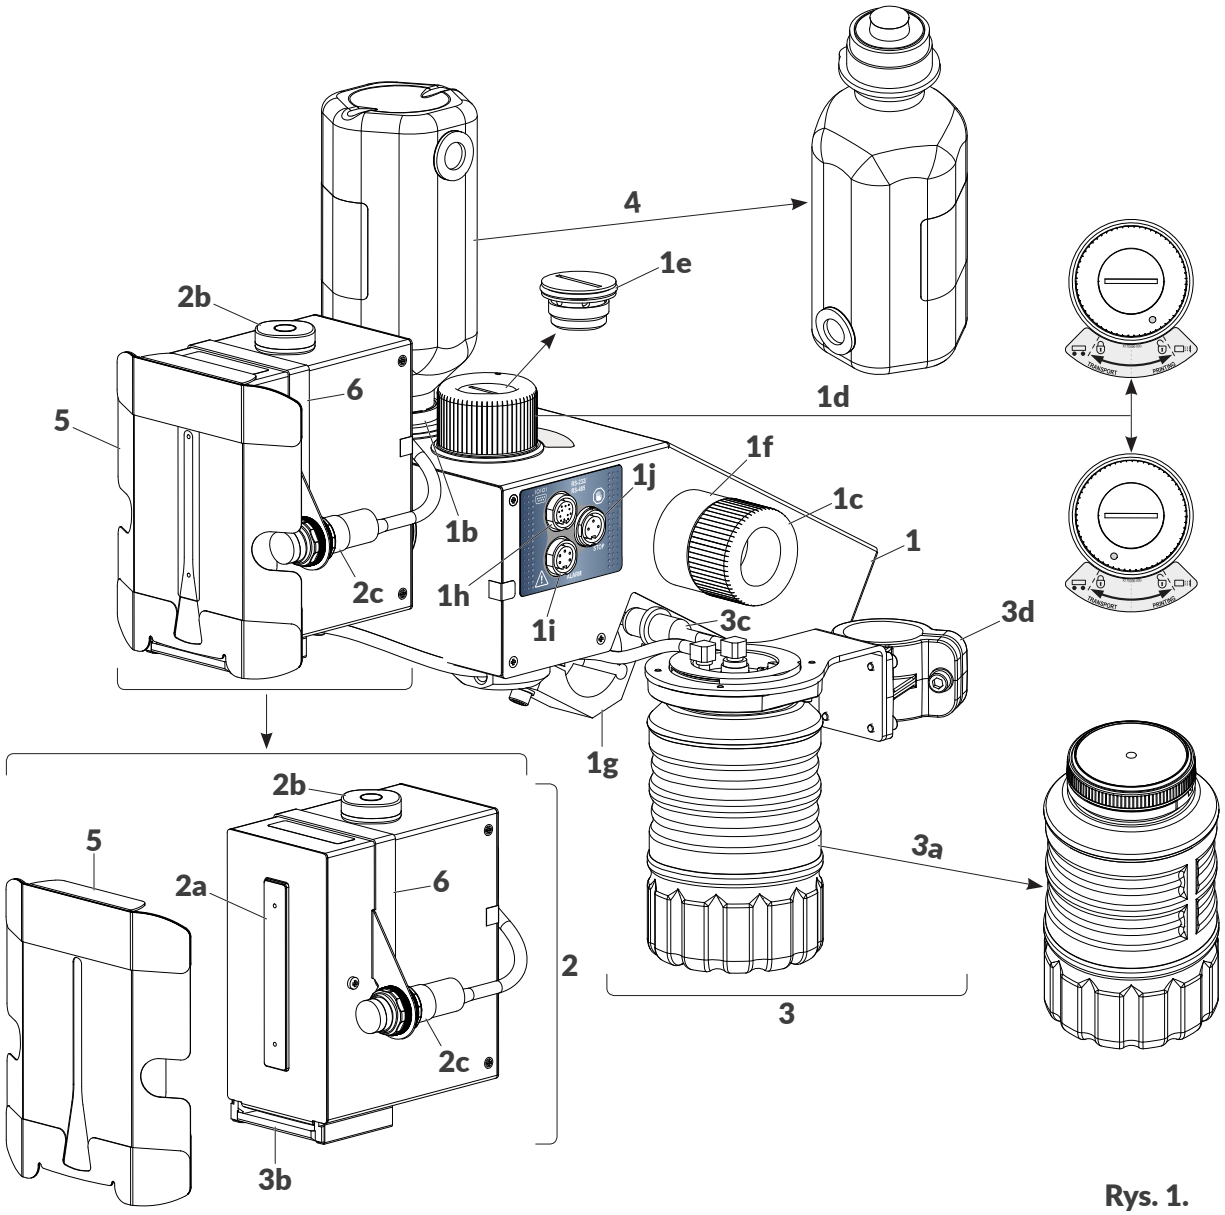
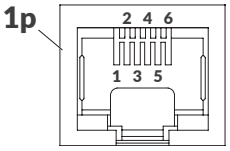

Rys. 1.
Rys. 3.
Drukarka **Hi-Res** EBS-2600 jest przemysłową drukarką atramentową typu „**DOD**" (ang. Drop-on-Demand; kropla na żądanie) służącą do bezdotykowego opisywania przedmiotów poruszających się (przesuwających, obracających się) przed nieruchomą głowicą drukującą **2** (patrz ***Rys. 1 na stronie 14***).
*[1)] - stosowanie ślizgu jest obowiązkowe; ślizg należy dobrać do aplikacji użytkownika; ślizg pokazany na **Rys. 1 na stronie 14** przeznaczony jest do znakowania przedmiotów „miękkich" jak, np. opakowania kartonowe; więcej informacji na temat ślizgów znajduje się w rozdziale **„2.3.1. Dodatkowe informacje"**.*
*[2)] - uchwyt fotodetektora należy dostosować do zastosowanego ślizgu; uchwyt pokazany na **Rys. 1 na stronie 14** przeznaczony jest dla jednego fotodetektora oraz do znakowania przedmiotów przesuwających się przed czołem głowicy drukującej od lewej strony; więcej informacji na temat uchwytów fotodetektorów znajduje się w rozdziale **„2.3.1. Dodatkowe informacje"**.*
Rys. 1 na stronie 14). Jeżeli jednak nie ma możliwości jego zastosowania (np. konieczność zastosowania fotodetektora użytkownika lub fotodetektora z dłuższym kablem) to można zastosować fotodetektor zewnętrzny. Fotodetektor zewnętrzny podłączany jest do wejścia **1p** (patrz *Rys. 3*). Urządzenie może również obsługiwać dwa fotodetektory jednocześnie. Funkcjonalność ta może zostać wykorzystywana, np. do synchronizacji wydruków w trakcie opisywania europalet.
Charakterystyka 6-pinowego żeńskiego złącza **1p** (patrz *Rys. 3*) fotodetektora znajduje się w tabeli poniżej.
*Na **Rys. 3** przedstawiony jest widok złącza od zewnątrz drukarki.*